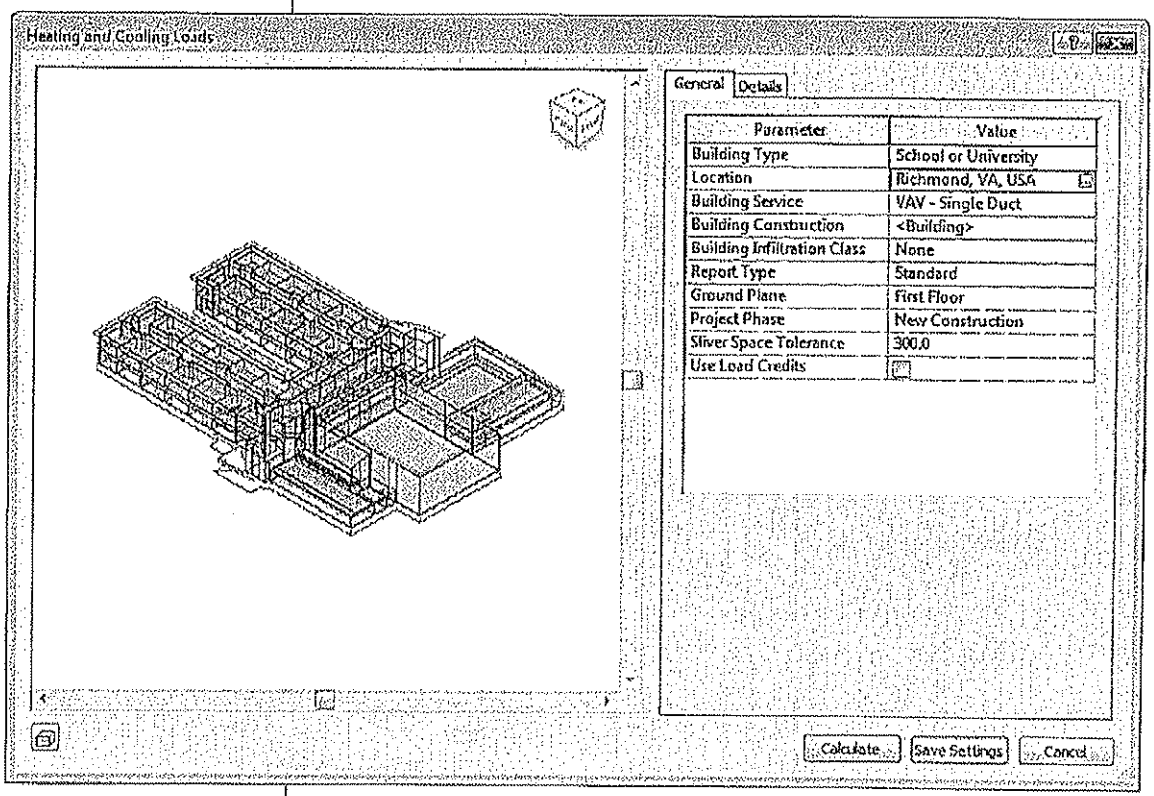

Figure 7–23
2. The project displays in the Heating and Cooling Loads dialog box with the General information that you set in the Energy Settings as shown in Figure 7–23.